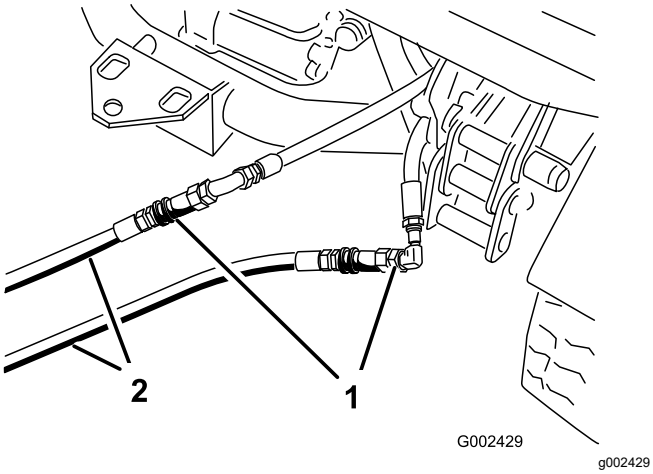

Figur 74
3. På den maskine, der ikke fungerer: Forbind de to startslanger med slangerne, der blev frakoblet (Figur 74).